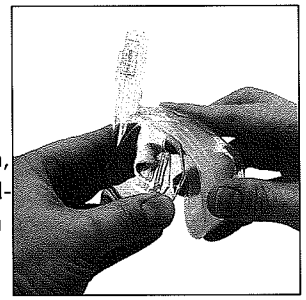
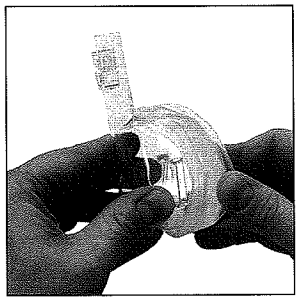
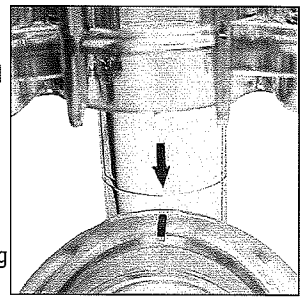

Afbeelding 9
Afbeelding 10
Afbeelding 8
- Breng het binnenmasker (1) opnieuw aan in het maskerlichaam (2) door eerst de uitlijningsmarkering aan de bovenkant van het binnenmasker uit te lijnen met de uitlijningspijl op het maskerlichaam. **Afbeelding 8.** Druk vervolgens de bovenkant van het binnenmasker vast in het maskerlichaam. **Afbeelding 9.** Druk vervolgens ook de zijkanten en de onderkant van het binnenmasker vast in het maskerlichaam totdat het binnenmasker goed vastzit. **Afbeelding 10.** Pas, zo nodig, de positie van het binnenmasker aan om te voorkomen dat dit gaat kreuken.